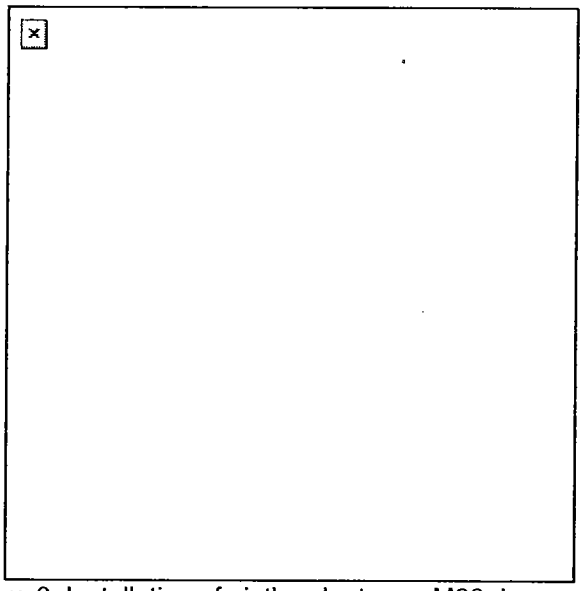

Figure 3. Installation of pintle adapter on M66 ring mount.
(1) Loosen the lower pedestal-locking lever. Turn the upper pedestal until the upper locking lever is on same side as the lower pedestal-locking lever. Tighten the lower pedestal-locking lever.
(2) Loosen the upper pedestal locking lever.
(3) Insert the pintle adapter assembly into pedestal mount.
(4) Tighten the upper pedestal locking lever. Pull up on the pintle adapter assembly to make sure it is secure.
(5) Remove the pintle adapter quick release pin.
c. M66 ring amount (A, Figure 3).
(1) Stand inside the M66 ring facing the pintle adapter hole; rotate the pintle lock handle upward.
(2) Insert the pintle adapter assembly into the pedestal (B, Figure 3).
(3) Rotate the pintle lock handle downward to secure the pintle adapter. Pull up on the pintle adapter to make sure it is locked in place.
(4) Remove the pintle adapter quick release pin.